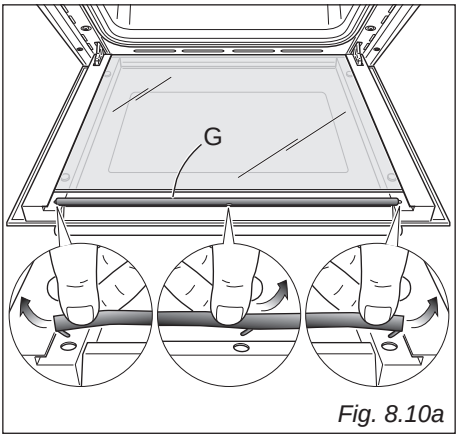

Fig. 8.10a
- Remove the seal "**G**" by unhooking the no. 3 fixing hooks (fig. 8.10a).